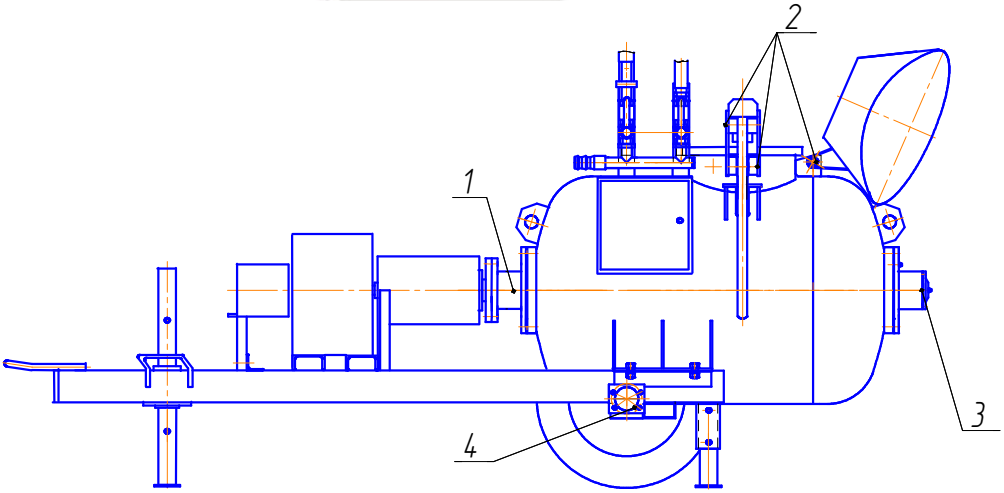

Рис. 9 – Схема смазки общая
12.12. Карта смазки пневмонагнетателя СО-241К-Р11 приводится в табл.10. согласно схемам смазки рис.1 и рис.9